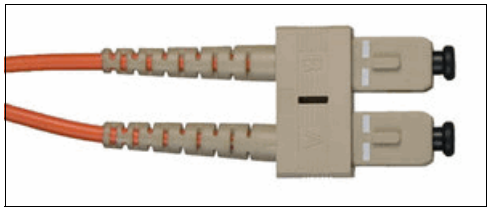

Figure 2-16 SC connector
The duplex Subscriber Connector (SC) connector (as shown in Figure 2-16) is a low-loss, push/pull fitting connector. Each of the two fibers has its own part of the connector. The connector is keyed to ensure correct polarization (transmit to receive and receive to transmit) when connected. Most 1 Gbps SAN devices, including IBM Ultrium 1 FC drives, use SC connectors.